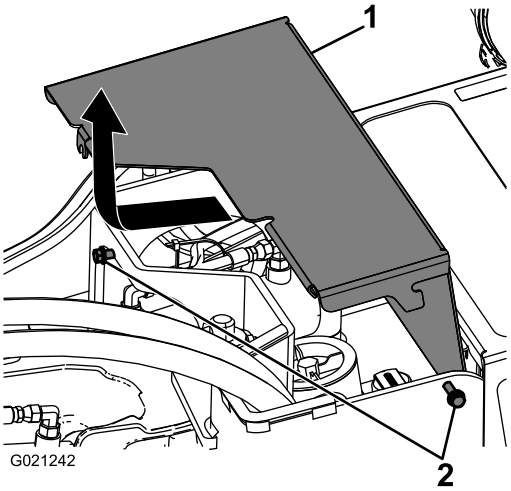

**Figur 24**
2. Lossa de två skruvarna som fäster det främre locket vid maskinen (Figur 24).
3. Dra locket framåt något och uppåt för att ta bort locket (Figur 24).
2. Dra det främre locket på plats och dra åt de två skruvarna som fäster det vid maskinen (Figur 24).